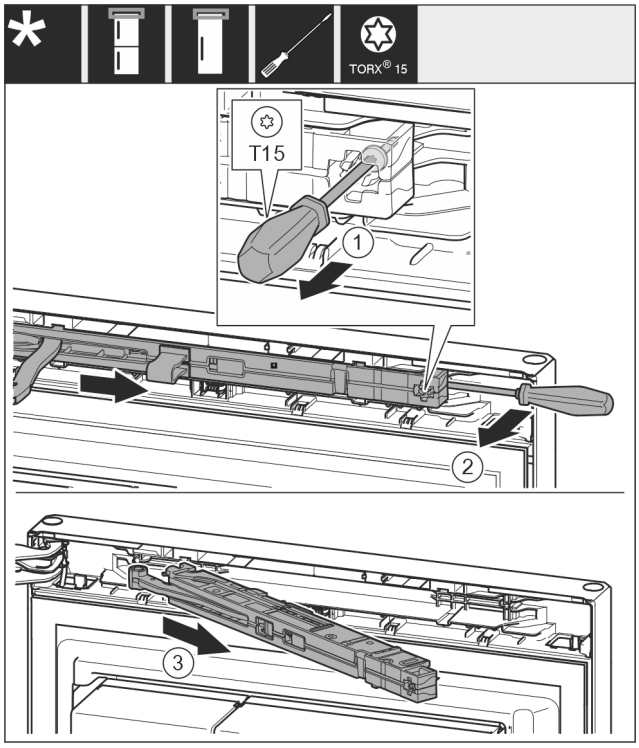

Fig. 15
▶ Use screwdriver to loosen the screw *Fig. 15 (1)* on the closing damper unit by 14 mm.
▶ Lever the closing damper unit *Fig. 15 (2)* forwards on the handle side using a screwdriver.
▶ Pull out the closing damper unit *Fig. 15 (3)*.